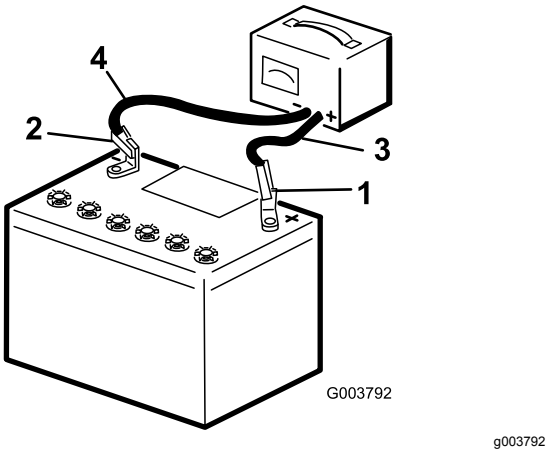

Rysunek 39
2. Ładuj akumulator przez 10 do 15 minut przy natężeniu od 25 do 30 amperów lub przez 30 minut przy natężeniu 4 do 6 amperów (Rysunek 39). Nie dopuszczać do przeładowania akumulatora.
3. Gdy akumulator będzie w pełni naładowany, należy odłączyć ładowarkę od gniazdka elektrycznego, a następnie odłączyć przewody ładowarki od biegunów akumulatora (Rysunek 39).